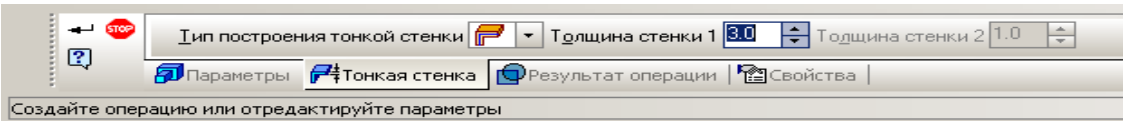

Рис. 2.14. Параметры закладки **Тонкая стенка**.
1.17. **На закладке Тонкая стенка** (рис. 2.14) установите **Тип построения тонкой стенки – Средняя плоскость** и толщину стенки 3 *мм* – толщина создаваемой пластины.